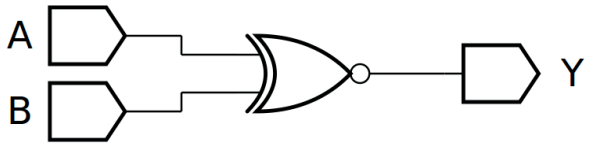
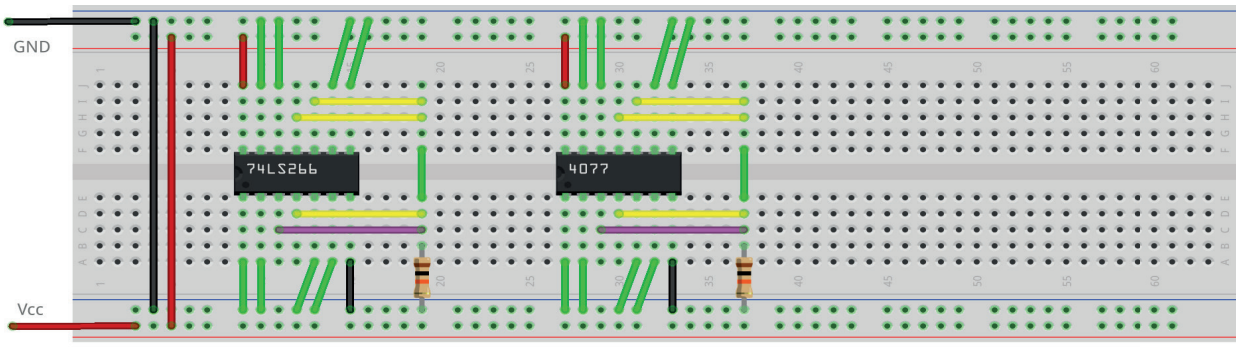

Figura 3.76 – Diagrama esquemático.
Figura 3.77 – Placa de montagem com componentes.
1. Monte o circuito da figura 3.76, conforme mostrado na figura 3.77, na placa de montagem.
d) Conecte os fios verdes. Os fios verdes estão conectados ao terra e portanto fornecendo valor lógico (0) às entradas de todas as portas do CI.
26. Utilizando o software de simulação SmartSim, simule a porta NOU-Ex (XNOR) de acordo com a figura 3.76. Compare a simulação com a tabela 3.26.
1. Faça a montagem dos componentes conforme a figura 3.77.
4. Faça a simulação da porta E de 2 entradas pressionando os botões conectados aos pinos 2 (A) e ao pino 3 (B). A saída é dado pelo LED: aceso representa saída “1”, apagado representa a saída “0”. Compare com a tabela 3.1.
6. Faça a simulação da porta E de 3 entradas pressionando os botões conectados aos pinos 2 (A), ao pino 3 (B) e ao pino 4 (C). A saída é dado pelo LED: aceso representa saída “1”, apagado representa a saída “0”. Compare com a tabela 3.2.